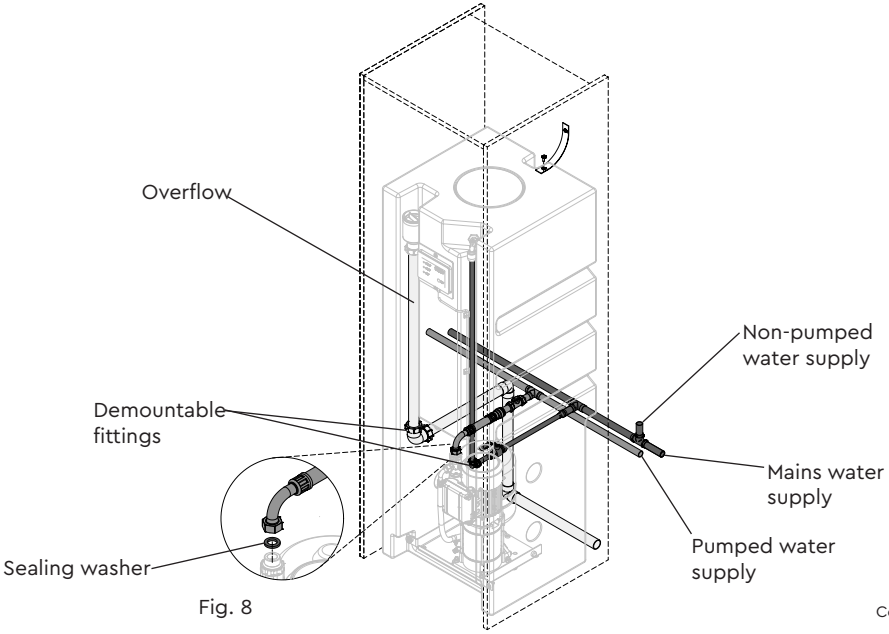

Fig. 8
Ensure there is a demountable joint in the pipe to allow the removal of the iBoost if needed (see Fig. 8).
4.13 **Connection to warning pipe:** The overflow fitting is designed to use G ¾ (21.5 mm OD) plastic waste pipe. Ensure there is a demountable joint in the pipe to allow the removal of the iBoost if needed (see Fig. 8). The warning pipe must be free to vent to atmosphere either via a tundish or a dedicated external pipe.
Connect the services using isolation valves and demountable fittings (push-fit or compression) where shown in Fig. 8. The positioning of these fittings allow the iBoost to be removed without cutting pipes or draining the system.